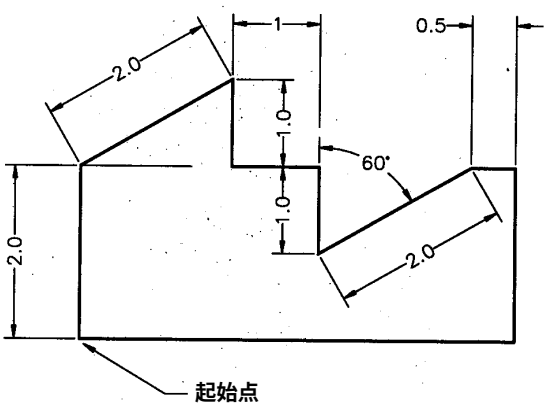

图3-8 练习1图
在下面的例子中，根据以下的说明要求，设置绘图单位，然后绘制图 3-8。
7) 用极坐标以设置的单位绘制图 3-8。图中单位为分数制、角度以正北方为基准（90度轴），且角度度量以顺时针为正、逆时针为负。